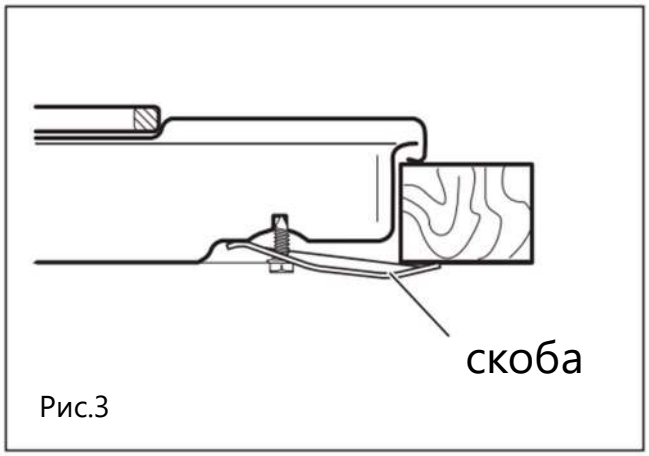
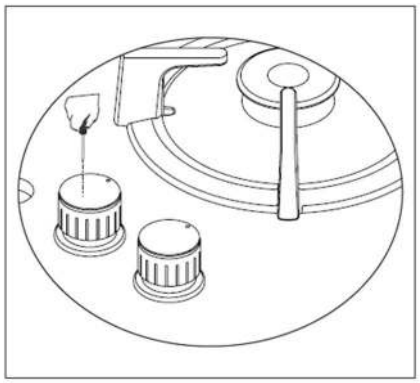
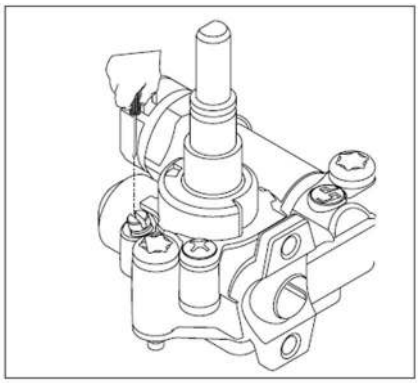

Рис.3
Рис. 4
Рис. 5
5. Закрепите варочную поверхность на столешнице при помощи скоб и шурупов, поставляемых в комплекте (рис.3 и рис.4).
4. Выкрутите жиклер (Рис. 3) и замените на подходящий. Снимите ручку управления, соответствующую данной конфорке (Рис. 4), отрегулируйте положение регулировочного винта, который находится в центре газового крана (Рис. 5). Используйте отвертку подходящего размера.